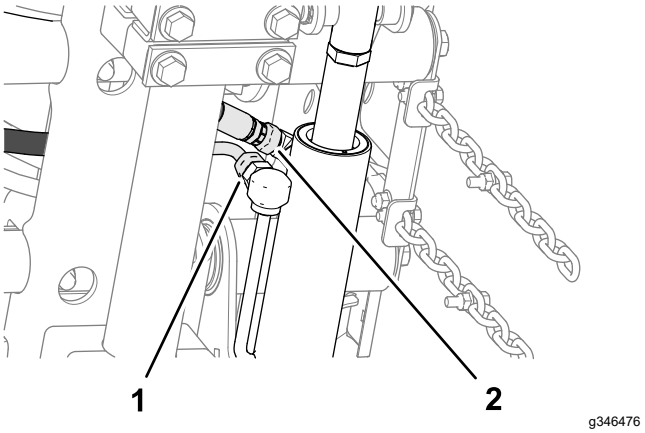

Figuur 16
2. Lijn een afstandsstuk uit tussen de draagplaat en de bevestigingsplaat (Figuur 16) en monteer de platen en het afstandsstuk losjes met een slotbout (⅜" x 1¼") en flensborgmoer (⅜").